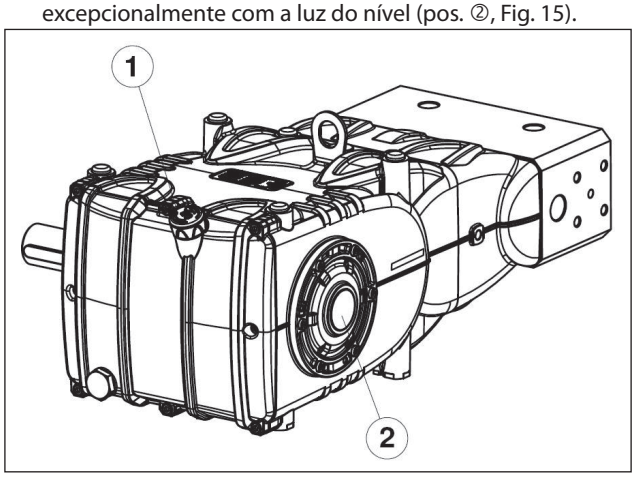

Fig. 15
5. O óleo no cárter da bomba esteja no nível, verificando-o com a vareta adequada (pos. ①, Fig. 15) e, excepcionalmente com a luz do nível (pos. ②, Fig. 15).